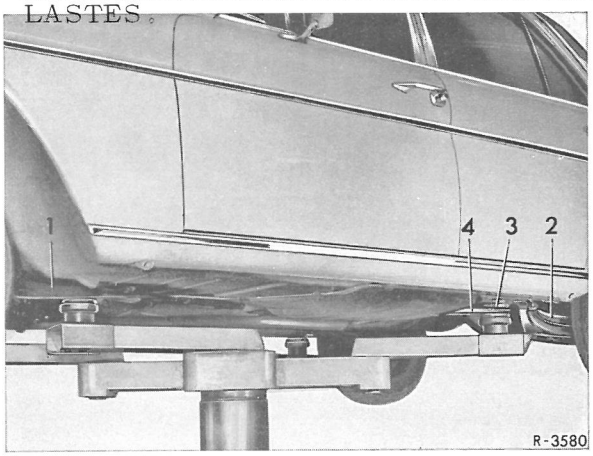

Fig. 0-6/3
På forakslen anbringes støtteklodserne på de indvendige rammevanger (1) og på bagakslen på støttepladerne (4) til bagakslens (3) lejring (fig.0-6/3)